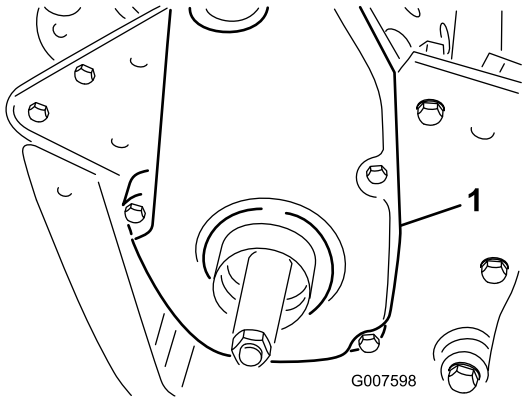

Figur 36
1. Ta bort fästskruvarna på remkåpan och sedan remkåpan så att remmen blir synlig (Figur 36).